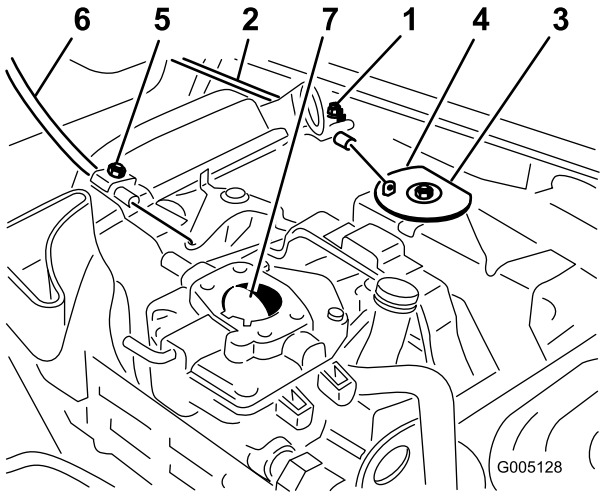

Figura 47
1. Afloje el tornillo de la abrazadera que fija el cable al motor (Figura 47).
3. Tire firmemente del cable del acelerador hasta que la parte trasera del pivote entre en contacto con el tope (Figura 47).
3. Tire firmemente del cable del estárter hasta que la palomilla esté cerrada del todo, luego apriete el tornillo de la abrazadera (Figura 47).